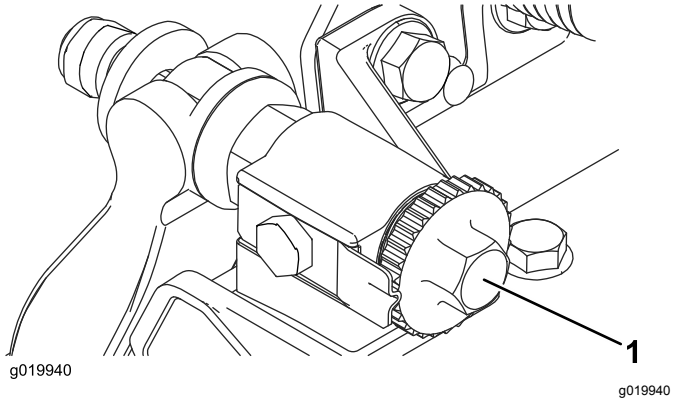

Figura 8
2. Gire los tornillos de ajuste de la barra de asiento en sentido antihorario para asegurarse de que la barra no está en contacto con el molinete (Figura 8).